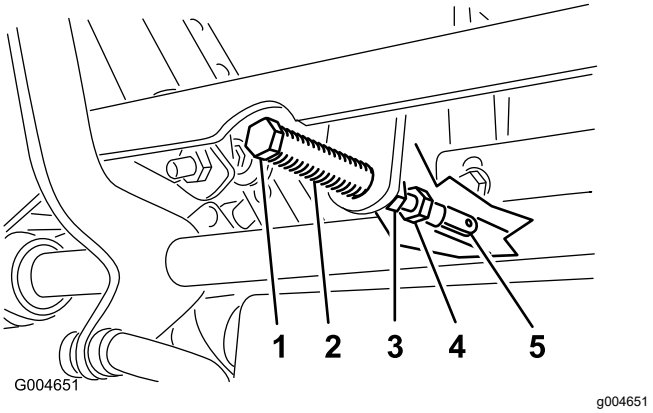

Figuur 88
5. Trek de hendel naar achteren totdat de gaffelpen (op de arm boven de draaias) contact maakt met het uiteinde van de sleuf (en net druk op de veer begint uit te oefenen); zie Figuur 88.
7. Als de rijhendel moet worden afgesteld, draait u de moer en de contramoer tegen de gaffel (Figuur 88).
8. Oefen een lichte achterwaartse druk uit op de rijhendel en draai de kop van de stelbout in de juiste richting totdat de rijhendel in de VERGRENDELDE NEUTRAALSTAND is gecentreerd (Figuur 88).
9. Draai de moer en de contramoer vast (Figuur 88).
10. Draai de contramoeren op de kogelverbindingen vast (Figuur 88).